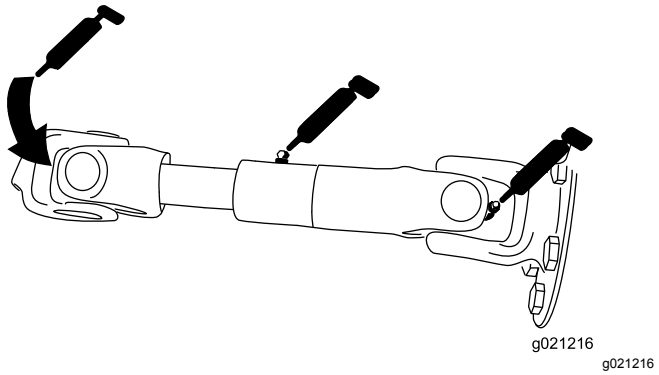

Figuur 76
- Pomp van aandrijfas (3) (Figuur 76)